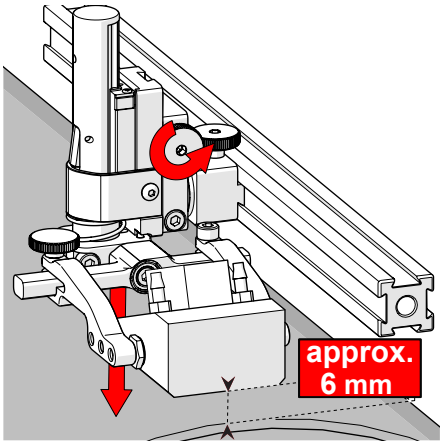

Fig. 121 - Lower toward scan surface
3. Tighten the vertical adjustment knob *(Fig. 121)*.